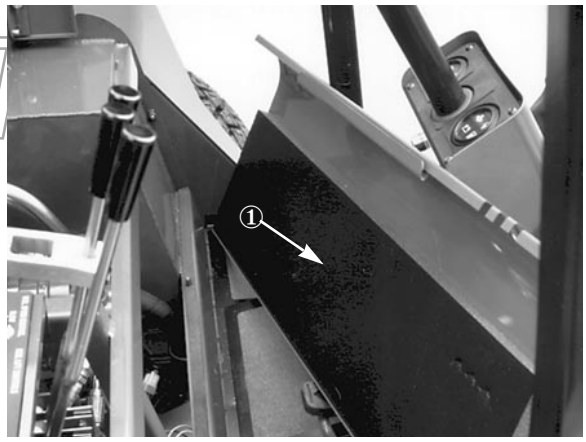

Fig. 17
3. Løft og fjern frontpanelet (Fig. 17).